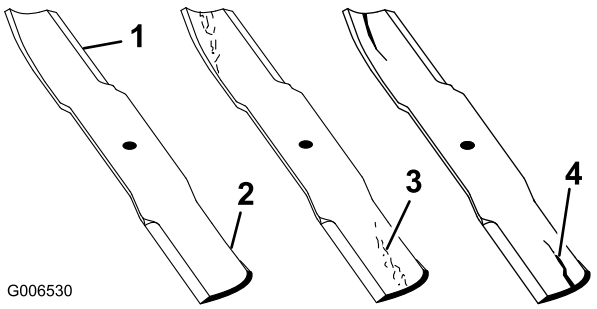

Figure 25
4. Examinez attentivement les tranchants de la lame, particulièrement au point de rencontre des parties plane et relevée (Figure 25).
Remarque: Le sable et les matières abrasives peuvent éroder le métal à cet endroit, c'est pourquoi il est important de contrôler l'état de la lame avant d'utiliser la machine. Remplacez la lame si elle est usée (Figure 25) (voir Dépose de la lame).
Si la lame est trop usée, une entaille se forme entre la partie relevée et la partie plane (Figure 25). La lame peut alors se briser et un morceau être projeté du dessous de la machine, vous blessant gravement ou une personne à proximité.